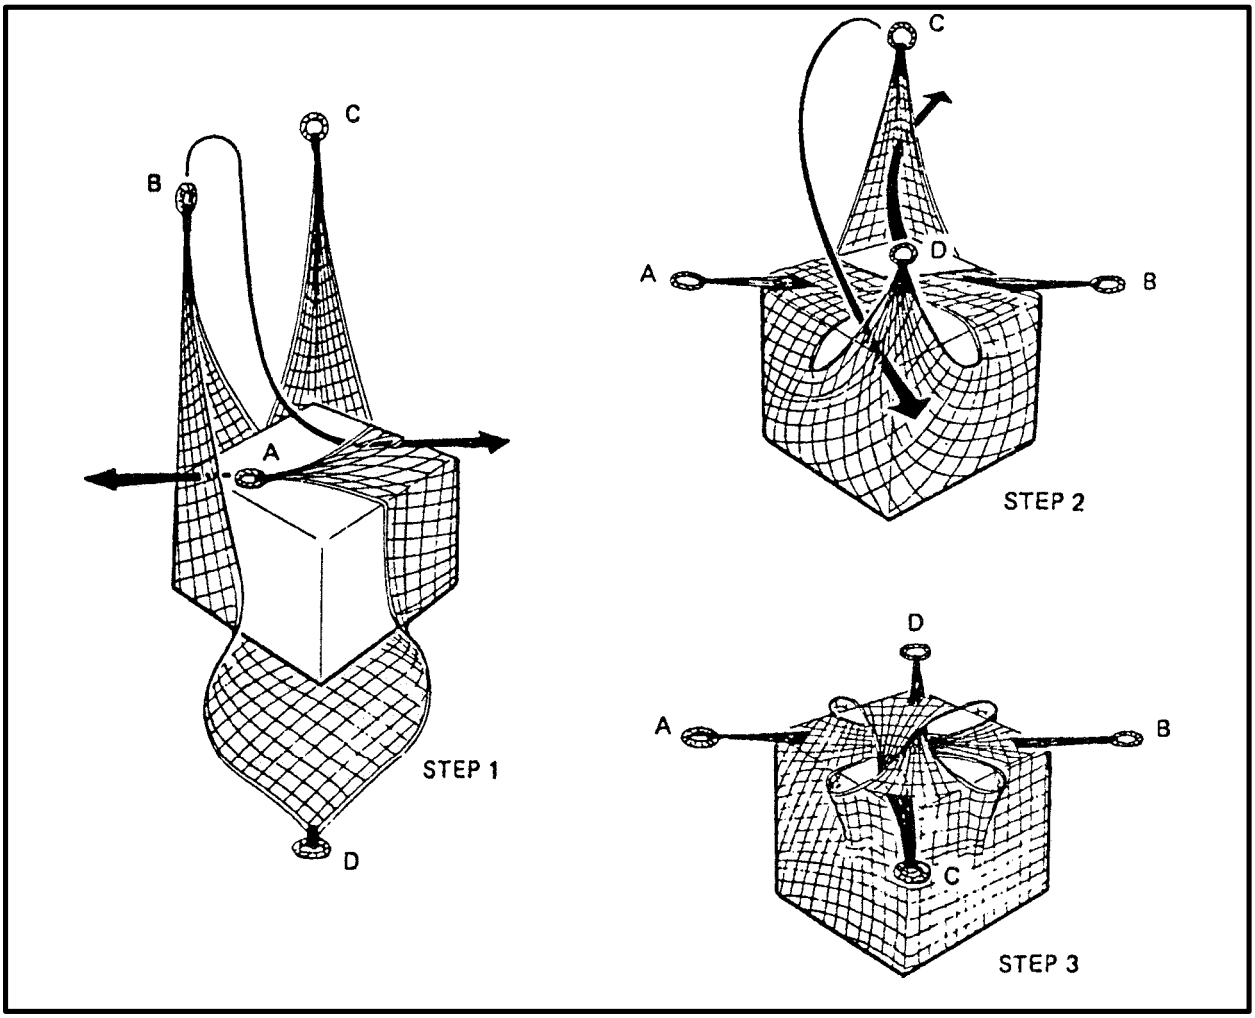

*Figure 9-7. Securing Cargo Net with Loose Cargo*
**NOTE: One method of safeguarding small items against loss in flight is to secure the corners of the net together by taking opposing corner rings and weaving them through at least two web straps in the webbing below the opposite rings. Figure 9-7 illustrates the steps to be used. Fasten the sling leg through all four corner rings. When the helicopter lifts the net, the weight of the load will cinch the net and prevent the items from being lost through the net.**